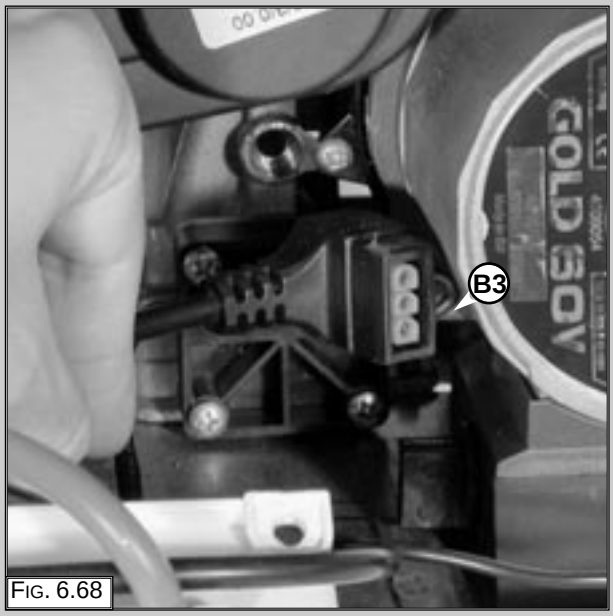

Fig. 6.68
1. Unplug the electrical connection “B3” (Fig. 6.68);